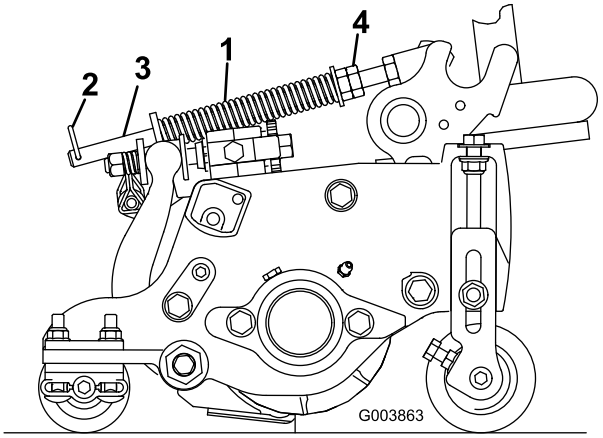

Figuur 17
De gazoncompensatieveer (Figuur 17) zorgt ervoor dat het gewicht van de voorste naar de achterste rol wordt verplaatst. (Dit voorkomt dat er een golfpatroon in de grasmat ontstaat, ook wel bekend als 'bobbing'.)
1. Monteer de borgpen in de achterste opening in de veerstang (Figuur 17).
2. Draai de zeskantige moeren op het voorste uiteinde van de veerstang vast totdat de lengte van de samengedrukte veer 12,7 cm bedraagt op de maaidekken van 12,7 cm of 15,9 cm op de maaidekken van 17,8 cm (Figuur 17).